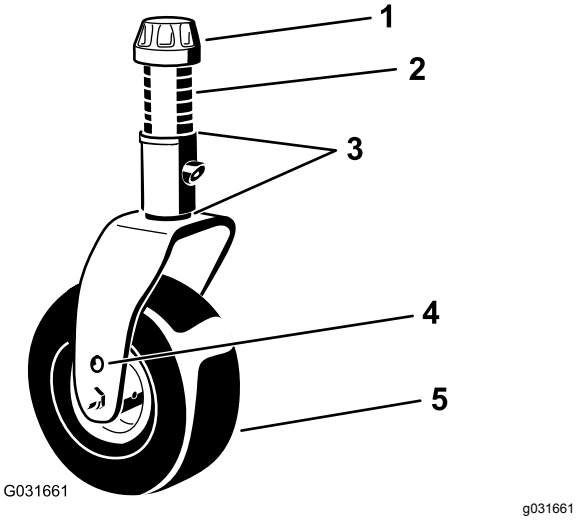

**Figur 34**
4. Brug den medfølgende styrehjulshættenøgle til at løsne strammehætten. Fjern den fra styrehjulsspindlens aksel, og skub styrehjulets aksel ud af styrehjulsarmen (Figur 34).
7. Monter afstandsstykkerne (som de sad oprindeligt) og de resterende afstandsklodser på akslen (Figur 34).
8. Monter strammehætten og tilspænd den med den medfølgende styrehjulshættenøgle for at fastgøre samlingen (Figur 34).